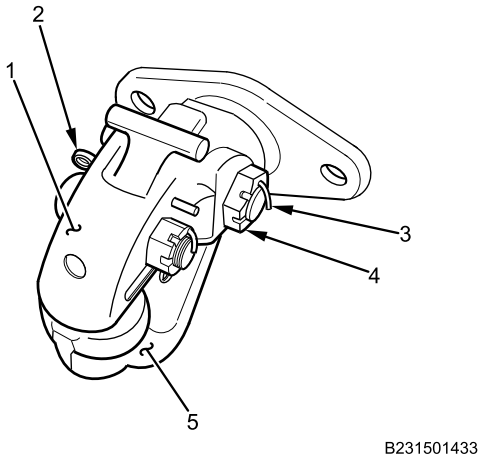

Figure 3. Towing Pintle Hook Assembly.
1. Pull cotter pin (Figure 3, Item 2) out of towing pintle hook upper jaw assembly (Figure 3, Item 1).
2. Remove cotter pin (Figure 3, Item 3) from upper jaw pivot bolt and castle nut (Figure 3, Item 4). Discard cotter pin.
3. Remove upper jaw pivot bolt and castle nut (Figure 3, Item 4) from towing pintle hook assembly (Figure 3, Item 5).
4. Remove upper jaw assembly (Figure 3, Item 1) from lower jaw of towing pintle hook assembly (Figure 3, Item 5).